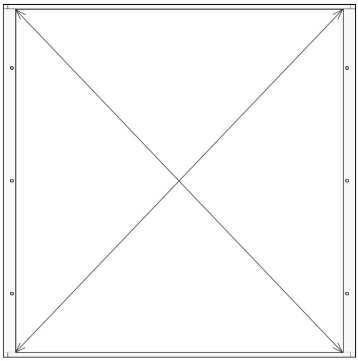

Рисунок 11 – Проверка разницы длин диагоналей установленной рамки.
5.5.4. Внимание! Очень важно обеспечить прямоугольность расположения рамки на монтажной поверхности! Разница длин диагоналей установленной рамки не должна превышать 1 мм (см. рис. 11).